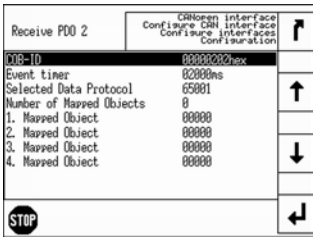

Fig. 193: RPDO configuration for 2nd IKD 1 (example HMI)
2. Set up RPDO2 for the easYgen on the front panel as shown in (Fig. 193).